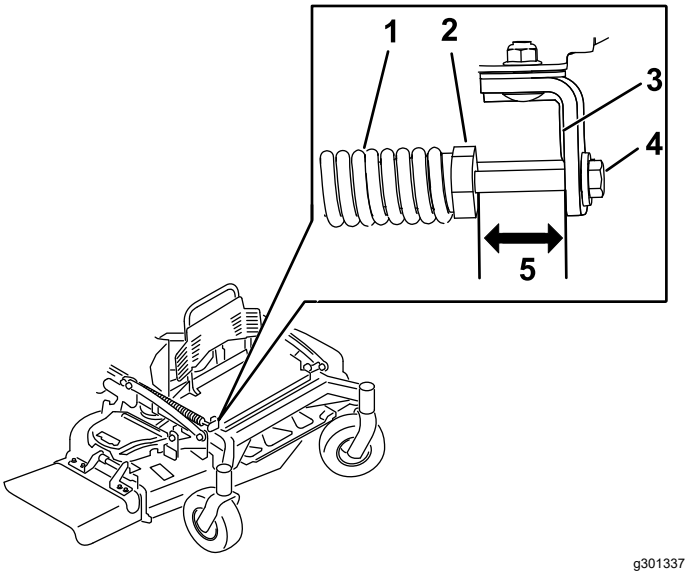

Figura 85
2. Compruebe la distancia entre la tuerca del muelle y el lado trasero del soporte de montaje soldado (Figura 85).
3. Asegúrese de que la longitud es de 64 - 89 mm (2.5" - 3.5"), como se muestra en la Figura 85.
4. Si es necesario, ajuste la distancia ajustando el perno situado en la parte delantera del soporte de montaje (Figura 85).